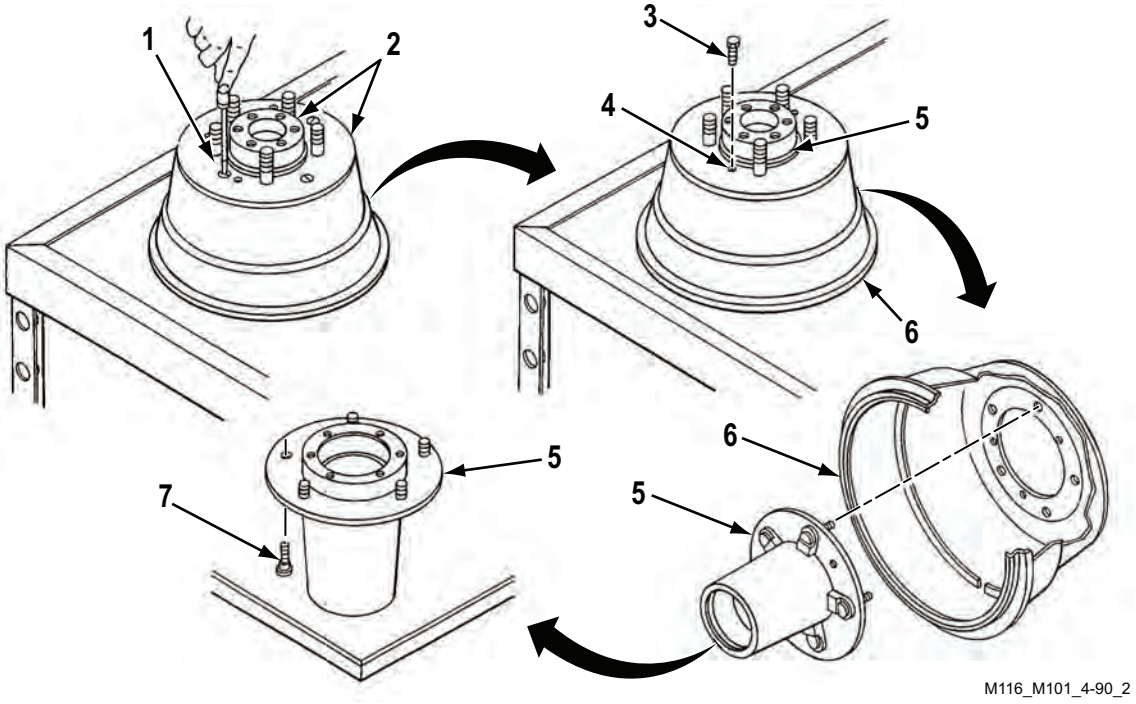

Figure 3. Hub and Brake Drum Disassembly.
2. Place wheel hub and brake drum assembly (Figure 3, Item 2) on work bench.
3. Remove three screws (Figure 3, Item 1).
4. Screw three retaining cap screws (Figure 3, Item 3) evenly into tapped holes (Figure 3, Item 4) to drive out wheel hub (Figure 3, Item 5) from brake drum (Figure 3, Item 6).
5. Place wheel hub (Figure 3, Item 5) on work bench. If damaged, drive out five shoulder bolts (Figure 3, Item 7) and discard.